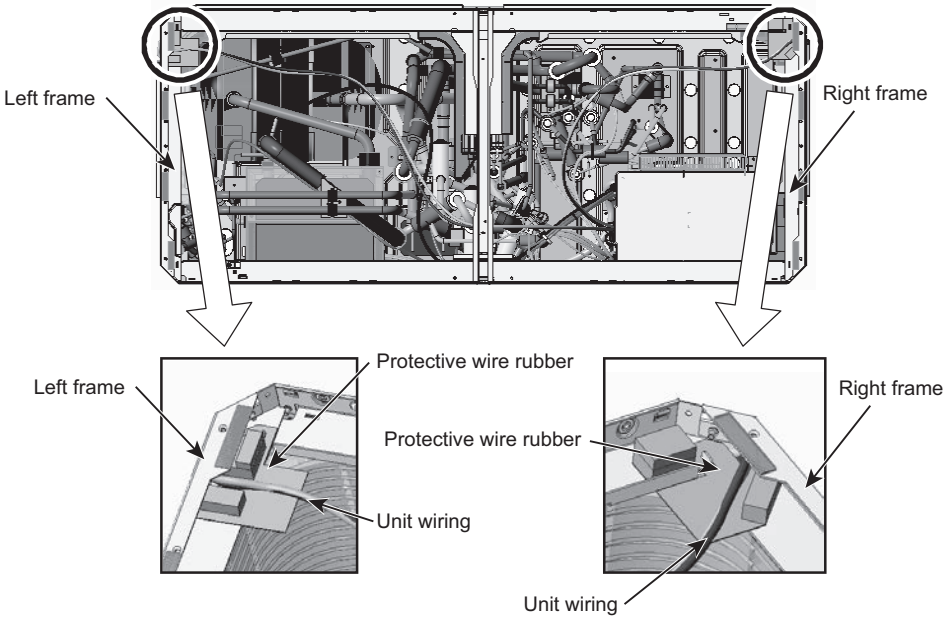

Figure 10
(13) Disconnect the unit wirings from the right and left frames. (Figure 10)